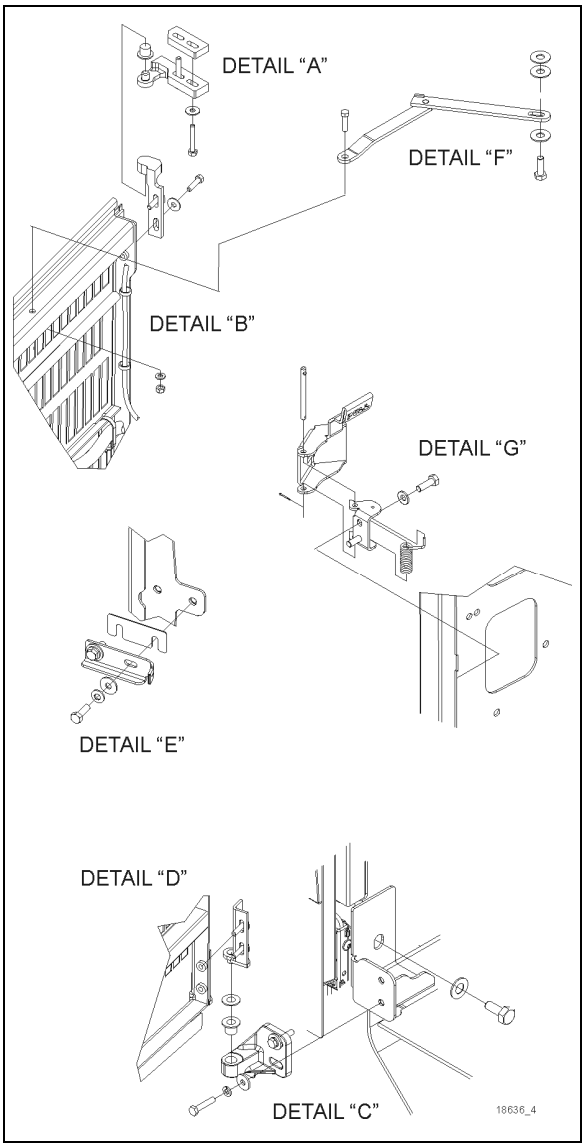

FIGURE 137: RADIATOR DOOR DETAILS
To adjust the latch mechanism (details “E” and “G”, Figure 137) and the striker pin:
5. Open the door and slightly loosen the latch tab (detail “E”, Figure 137).